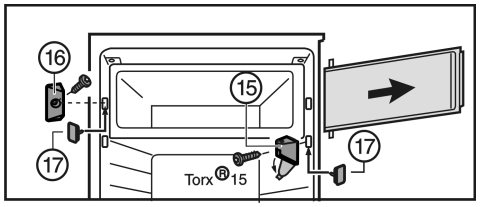

Fig. 7
▶ Ouvrir le cache du support d'appui *Fig. 7 (15)*.
- ▶ Dévisser le support d'appui *Fig. 7 (15)* avec la porte du compartiment.
- ▶ Dévisser l'élément de fermeture *Fig. 7 (16)*.
- ▶ Boucher les trous à l'aide des bouchons *Fig. 7 (17)* joints.